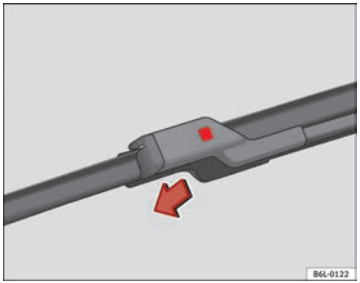

Fig. 130 Change windscreen wiper blade ▶
– Press on the securing tab ⇒ Fig. 130.